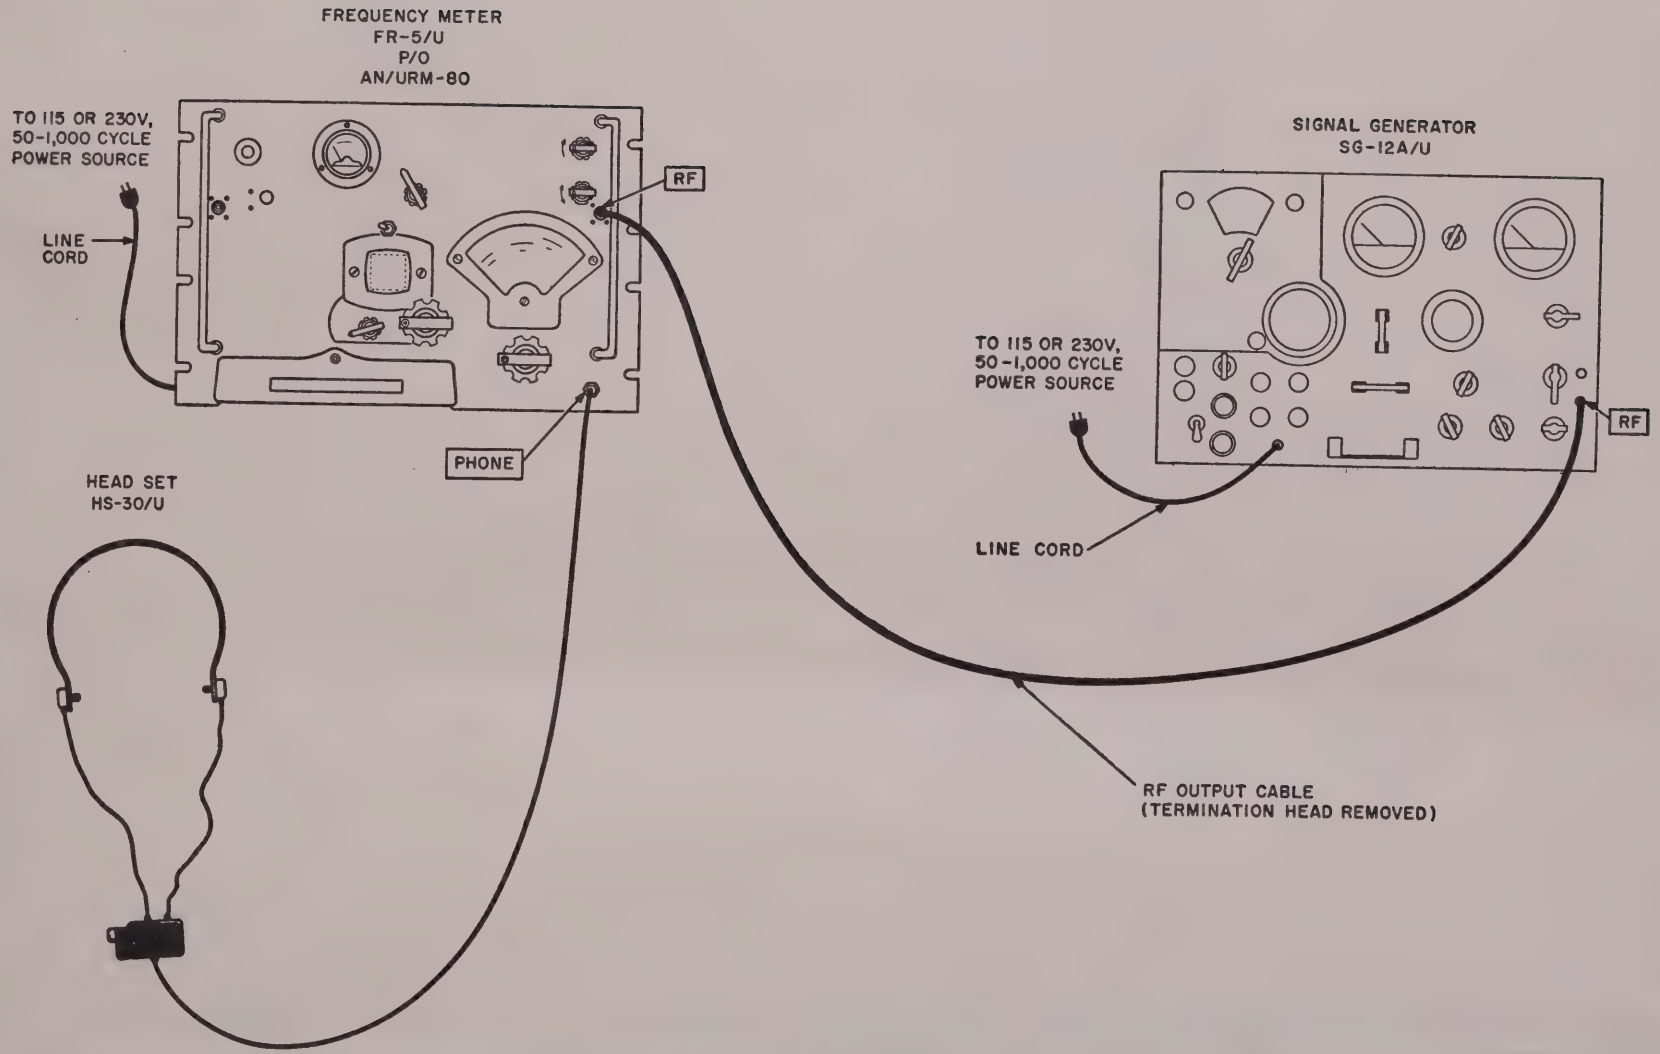

Figure 43.3. RF oscillator frequency calibration check.
b. Test Connections and Conditions. Connect the equipment as shown in figure 43.3 After turning on the AN/URM–80 and SG–12A/U, allow a minimum of 20-minute warm-up time before proceeding with the test procedure.